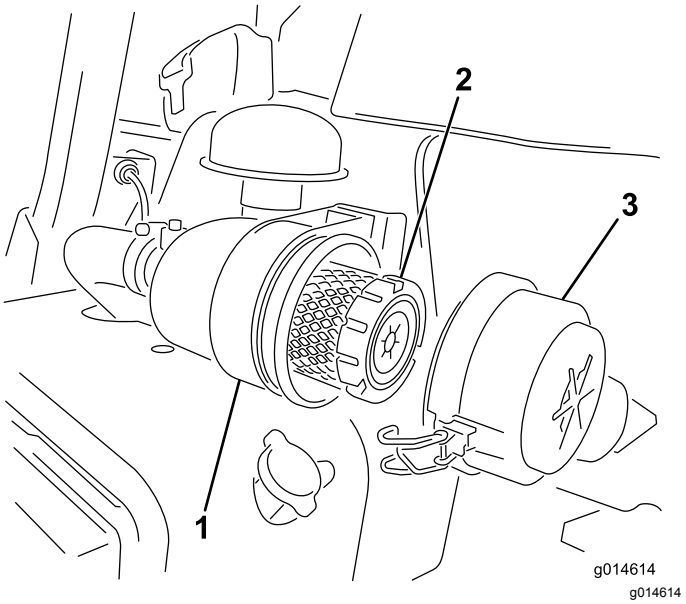

Rysunek 26
1. Zwolnij zaczepy mocujące pokrywę filtra powietrza do obudowy filtra powietrza (Rysunek 26).
7. Zamocuj za pomocą zaczepów (Rysunek 26).